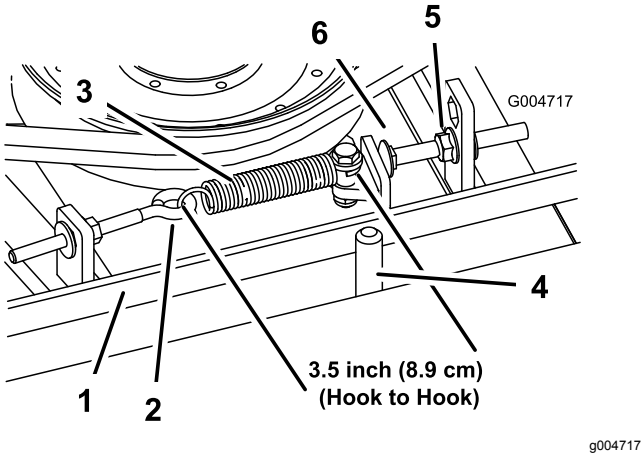

Figur 96
Når spenningen er korrekt, skal det innvendige målet til strekkfjæren (fra krok til krok) være ca. 8,9 cm ± 0,63 cm. Når korrekt fjærspenning er oppnådd, juster stoppebolten (låseskruen) til det er ca. 0,32 cm ± 0,152/0,000 cm klaring mellom boltens hode og lederullarmen (Figur 96).
Merk: Påse at remmen er plassert på fjærsiden av remføreren (Figur 96).
2. Løsne øyebolten slik at du kan fjerne fjærspringen (Figur 96).
3. Løsne flensmutteren som fester stoppebolten til monteringstappen. Trekk mutteren nok ut til at lederullarmen kan komme forbi stoppebolten (Figur 96). Flytt lederullarmen bort fra remmen for å løse remspenningen.
8. Koble til strekkfjæren (Figur 96) til øyebolten igjen, og stram remmen som følger: